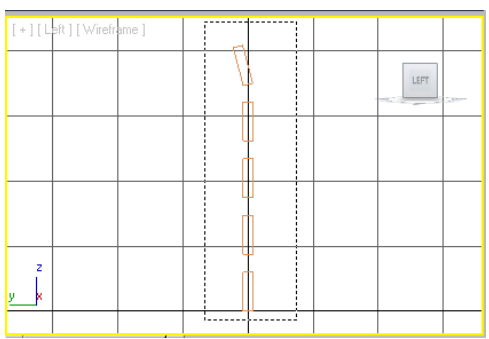

Figure 3-40 *All horizontal back supports selected simultaneously*
1. Activate the Left viewport and invoke the **Select Object** tool. Now, select all the horizontal back supports by dragging a selection box around them, as shown in Figure 3-40. All the horizontal back supports are selected.